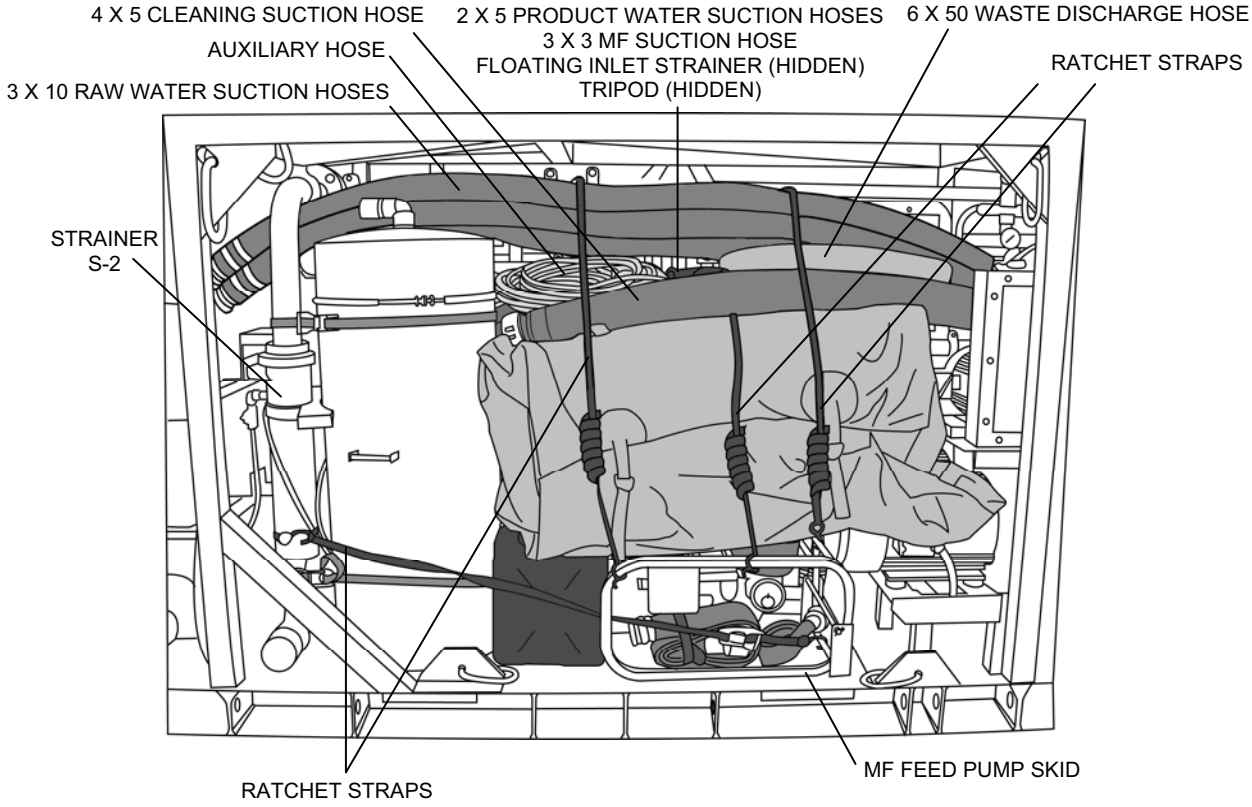

Figure 18. Equipment Area Packout 5.
11. Attach a 10-ft. ratchet strap to the MF feed pump skid and route it over the distribution tank (Figure 18). Secure the other end around the pipe between manual valve V-212 and Strainer S-4.
12. Pack the following items behind and on top of the distribution tank (Figure 18):
- Two 2 x 5 product water suction hoses (not shown in Figure 18)
- 3 x 3 MF suction hose (not shown in Figure 18)
13. Attach the long section of two 10-ft. ratchet straps to the skid frame, route them over the packed-out items and attach the other ends to the MF feed pump frame (Figure 18).
14. Attach the long section of a 10-ft. ratchet strap to strainer S-2, route it in front of the fuel can and the MF feed pump skid frame and attach the other end to the pump skid frame (Figure 18).